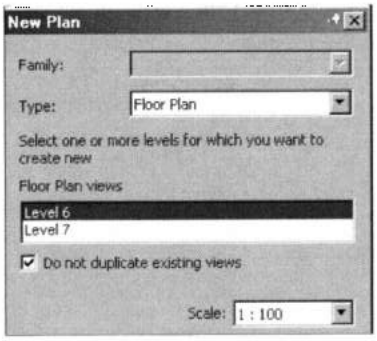

Рис. 5.1. *Создание видов в плане*
1. На ленте **View** (Вид) в разделе **Create** (Создать) выбрать из меню **Plan Views** (Виды в плане) команду **Floor Plan** (План этажа) или **Reflected Ceiling Plan** (Отраженный план потолка). Откроется бокс **New Plan** (Создать план) (рис. 5.1).